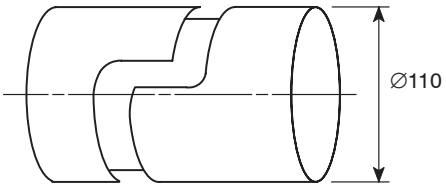
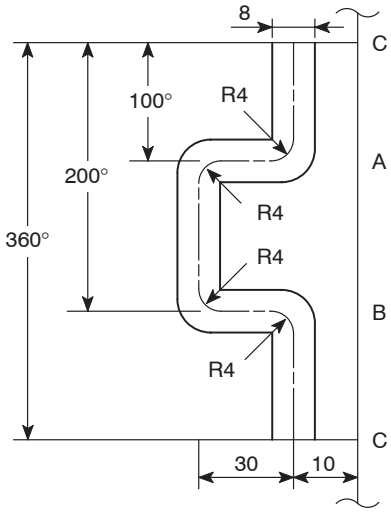
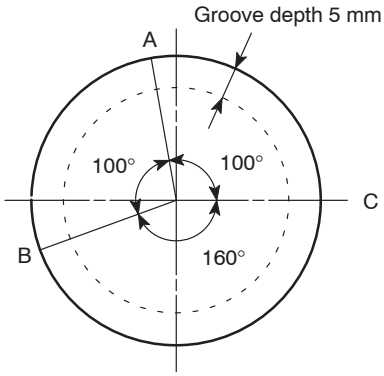
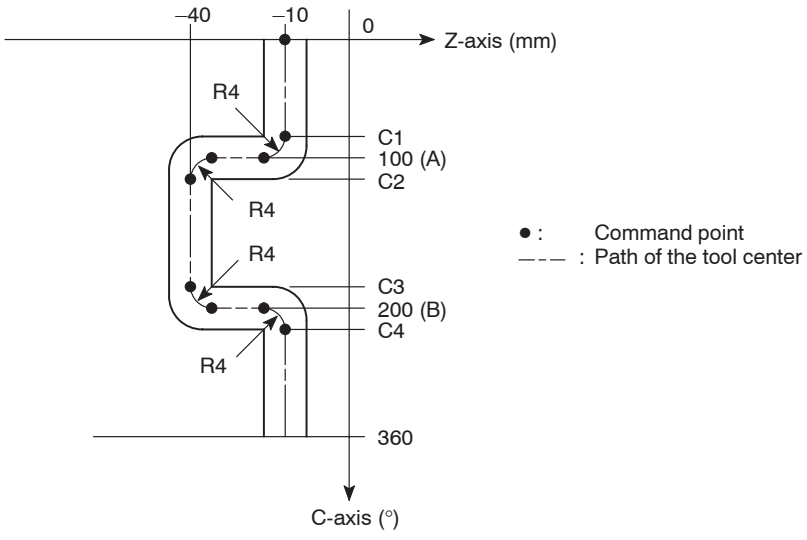

Fig. 1
Fig. 2
Fig. 3
Fig. 4
① Fig. 2 is a development of Fig. 1. The angle in Fig. 2 indicates the angle made to the center of the cylinder as shown in Fig. 3.
② Command point for cylindrical interpolation is obtained from the development of the circumference of the cylindrical shape (Fig. 2).
③ The development of the cylinder circumference (Fig. 2) is given in the ZC plane.
④ Command points of the shape in Fig. 2 are expressed by ● in Fig. 4.